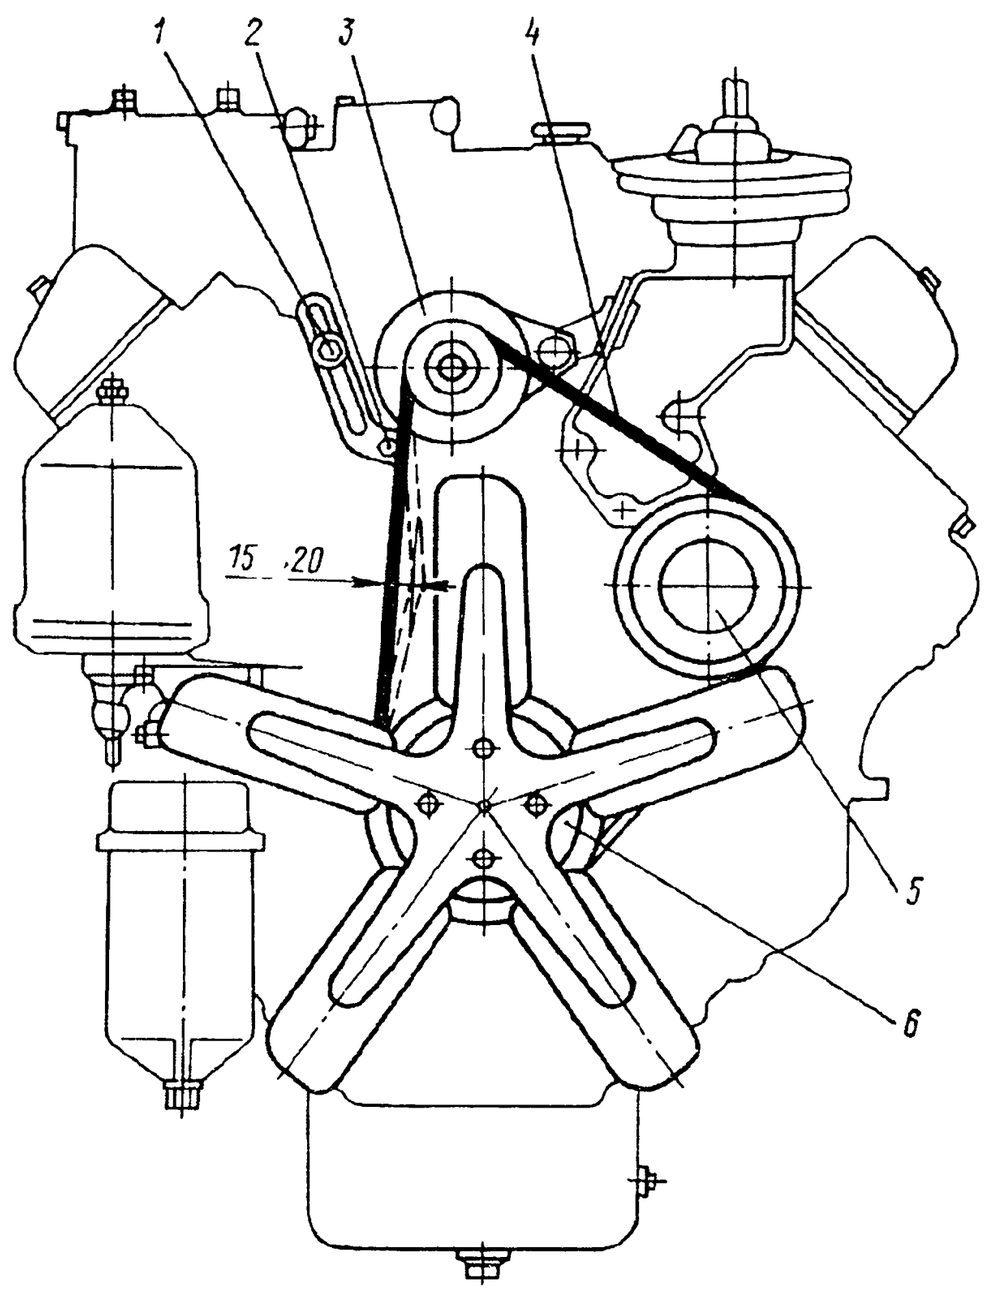

Рис. 40. Схема проверки натяжения ремней привода генератора и водяного насоса:
2. Ослабьте болт *1* (рис. 40) крепления планки и болт *2* крепления планки к генератору	Накидной ключ 17 мм